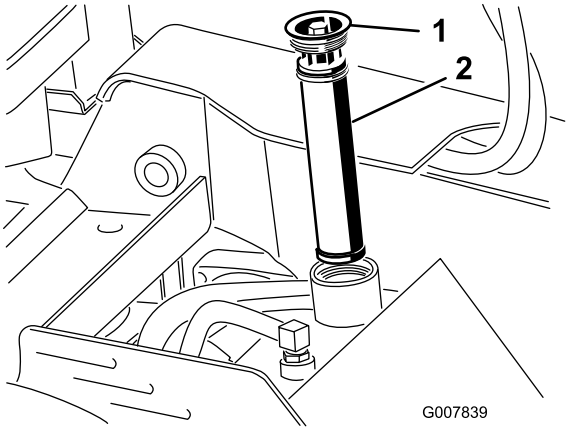

Bild 18
5. Reinigen Sie den Bereich um den Einfüllstutzen des Hydraulikbehälters und nehmen Sie den Deckel und den Filter mit einem Sechskantschlüssel aus dem Einfüllstutzen (Bild 18).